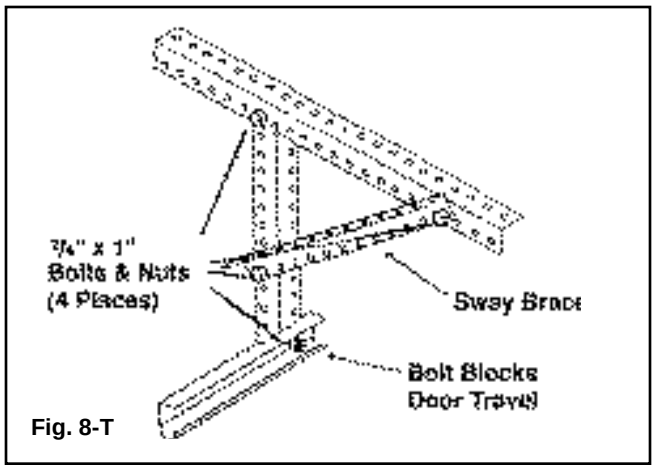

Fig. 8-T
**Step 7:** Rear track hangers need to be made at this time. Use 1 1/4" x 1 1/4" punched angle, 13 gauge or 3/32" steel. These are not provided with the standard hardware. They are used to attach the rear of the horizontal track to the ceiling joist. Enough angle iron or punched angle should be purchased to make two rear track hangers. These hangers must be strong enough to hold the full weight of the door. Attach a bolt at least 1" long through the end of each track to stop the door at the end of its travel. (FIG. 8-T)
**Sway braces must be used to prevent tracks from spreading and allowing door to fall. Bolts placed in the end of each track (FIG. 8-T) must be at least 1" long to prevent the top section from exiting the track.**